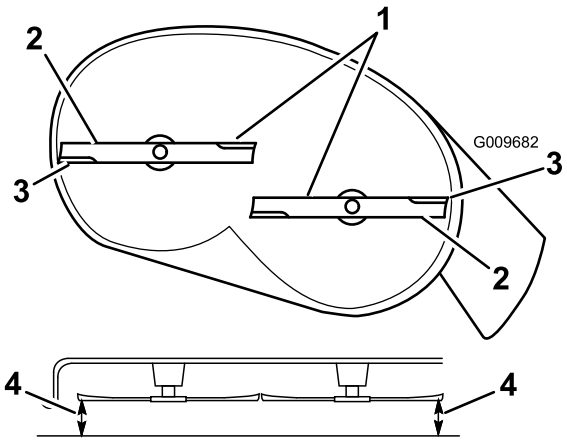
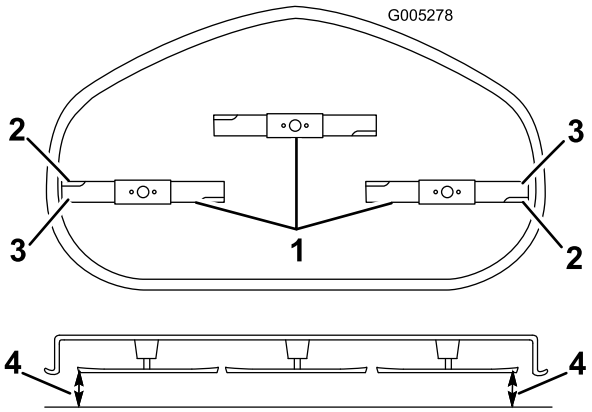

Figur 60
Figur 61
4. Roter kniven(e) forsiktig så alle er på tvers (Figur 60 og Figur 61).
5. Mål avstanden mellom de ytterste knivkantene og det flate underlaget (Figur 60 og Figur 61). Hvis begge målene ikke er innenfor 5 mm, er det nødvendig med justering. Fortsett med denne prosedyren.